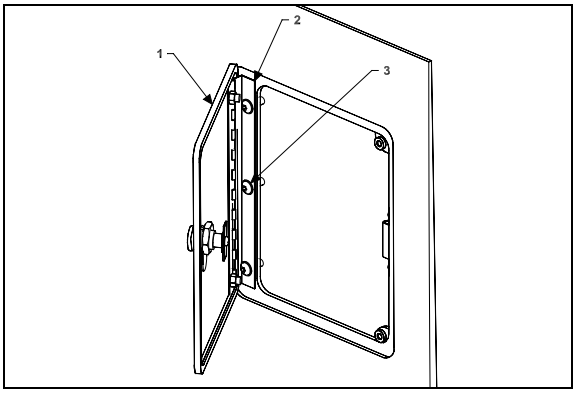

FIGURE 91: FUEL FILLER DOOR 1875003D
5. Loosen bracket nuts holding the panel to condenser. Panel (6, Figure 91) may be shifted "IN or OUT", "LEFT or RIGHT" and "UP or DOWN".
6. Adjust condenser panel at brackets (2, Figure 91) and (5, Figure 91).
2. Loosen the nuts (1, Figure 91) holding the hinge (3, Figure 91) to hinge attachment (4, Figure 91). Loosening nuts (1, Figure 91) allows the condenser assembly to be shifted "LEFT or RIGHT" and "UP or DOWN".